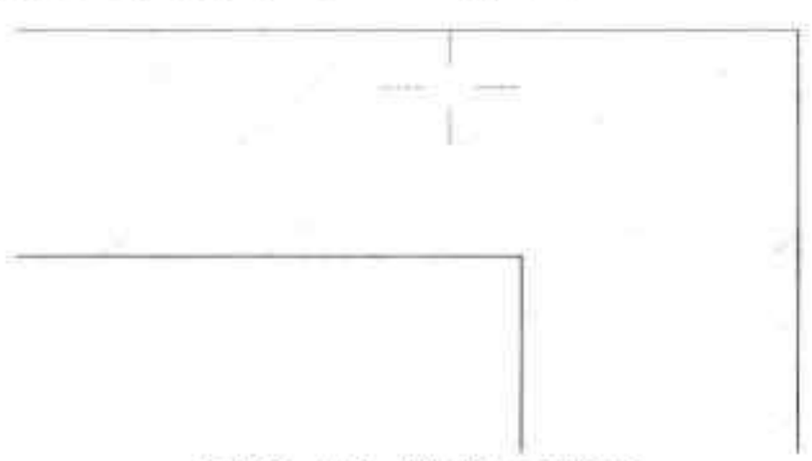

图19-110 绘制十字花形
Step 09 执行“直线”命令，绘制长为 150mm 十字花，设置线型为“ACAD-ISO03W100”、线型比例为 3，如图 19-110 所示。